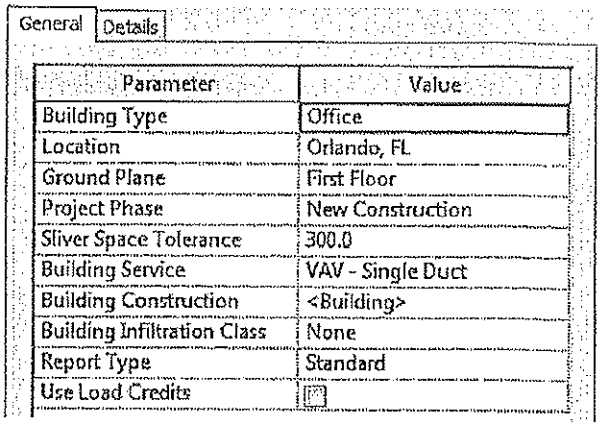

Figure 7–13
4. Select the *Details* tab and expand the levels to display the spaces for each level. Icons next to the space name indicate whether the space has been able to be calculated and if it is occupiable or not, as shown in Figure 7–14.